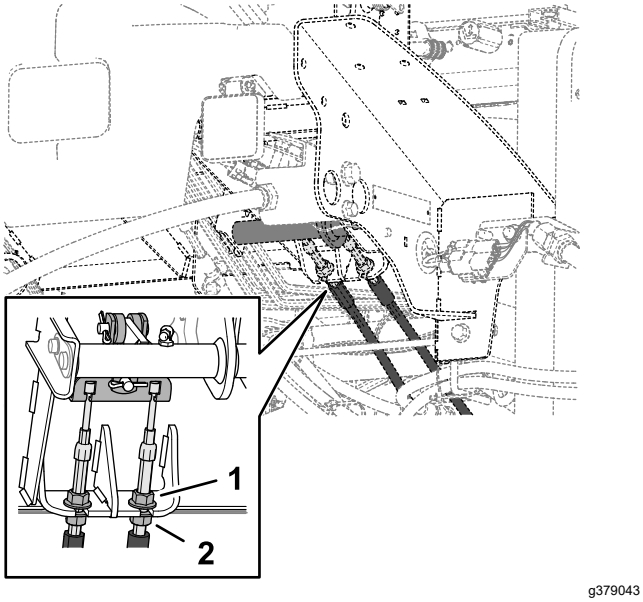

Figur 113
5. För att begränsa bromspedalens fria spel kan du lossa på de främre kontramuttrarna på den gängade änden av varje bromskabel (Figur 113).